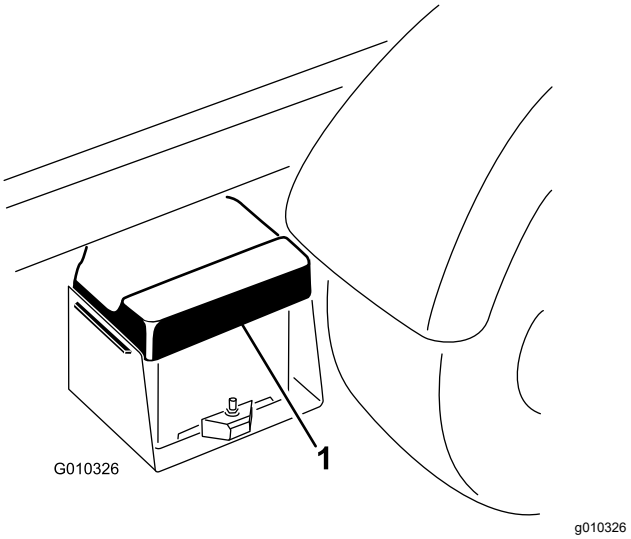

**Figura 41**
1. Apriete la tapa de la batería para liberar las pestañas de la base de la batería, y retire la tapa de la batería de la base de la batería (Figura 41).